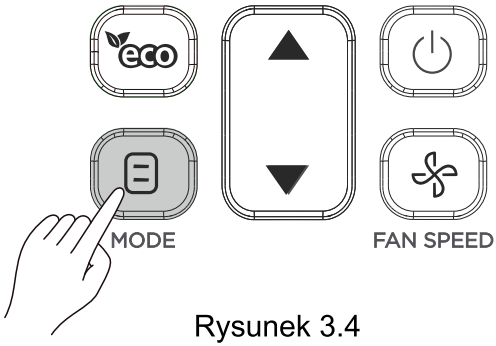

Rysunek 3.4
1) Naciśnij przycisk (patrz Rysunek 3.4). Na ekranie pilota wyświetlony zostanie tryb pracy.